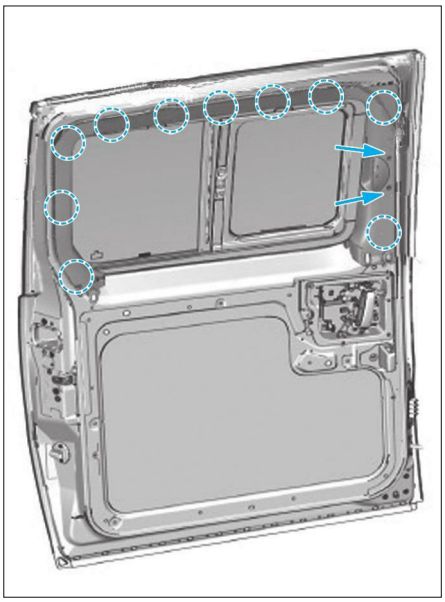

**Fig. 36**
• Dégrafer dans l'ordre suivant **(Fig.36)** :